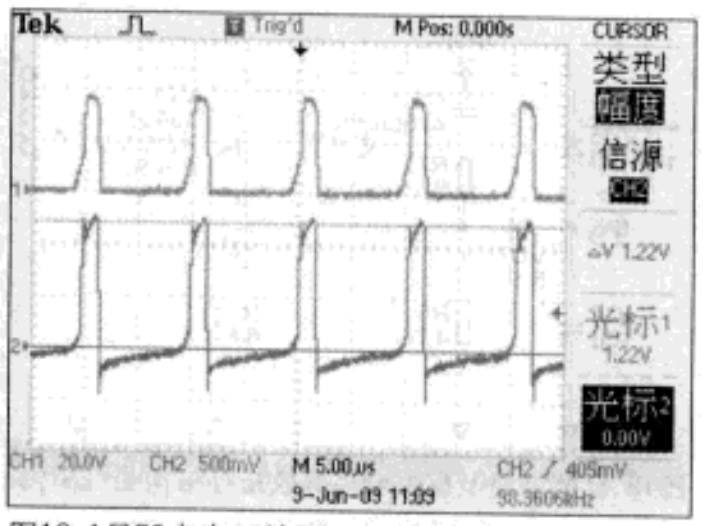

图10 1是P3点电压波形，2是P4点电压波形
理论分析：若以热地为参考点，当辅助绕组“④正③负”时P3电压为零（实际上约为-0.6V，VD7的箝位作用），当辅助绕组“③正④负”时P3电压为某个高电压，那么P3点电压状况究竟如何？实测P3点电压波形如图10，图10显示P3点电压近似矩形波，低电平宽、高电平窄（占空比D小），